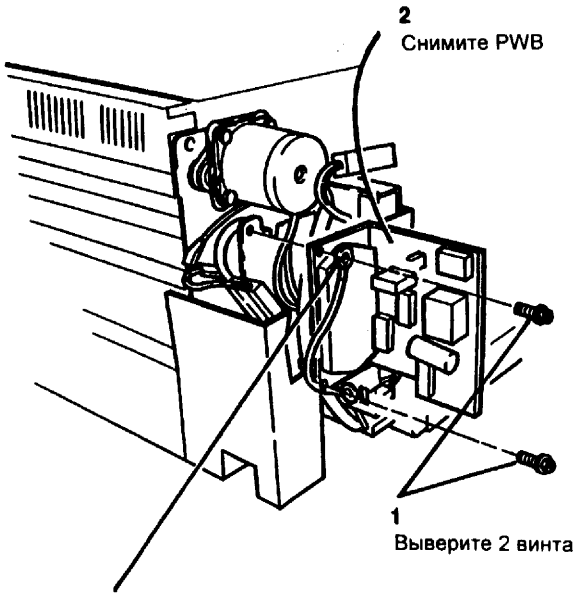

Рис. 2 Снятие PWB
4. (5621) (Рис. 2) Снимите PWB привода сканирования.